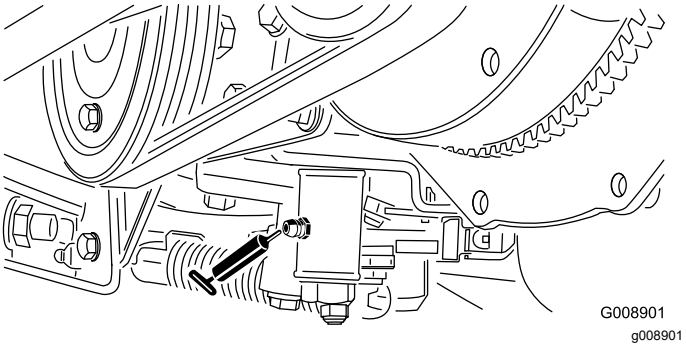

Figur 49
- Justeringsmekanism för neutralläge (Figur 49)